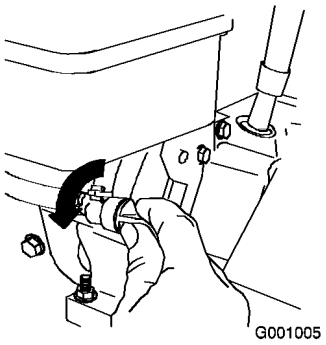

Figur 26
3. Öppna bränslekranen genom att vrida den motsols (Figur 26).